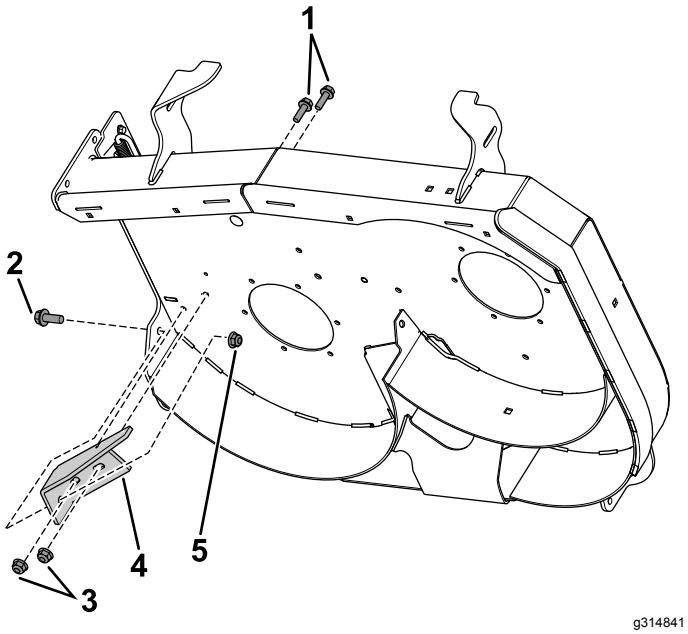

Figure 9
2. **For 36-inch and 60-inch decks:** Install the square-edge-discharge baffle with appropriate hardware as shown in Figure 9.